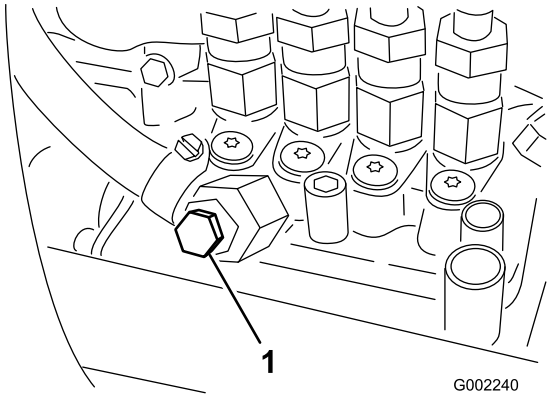

Figur 42
7. Öppna avluftarskruven på insprutningspumpen (Figur 42).